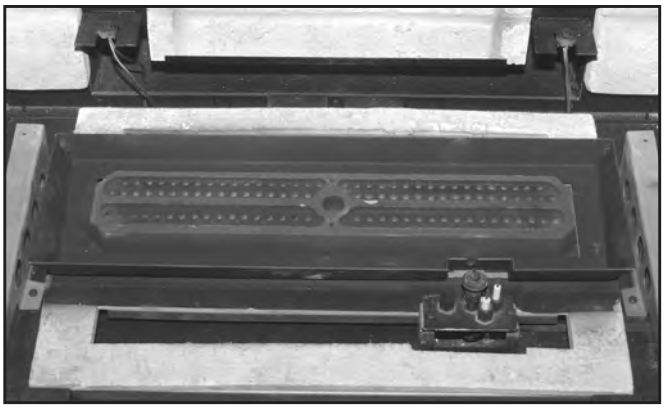

Figure 36: Glass Tray over Burner.
3. Place the glass tray over top of the burner top as shown in Figure 36. It simply rests over the top section of the burner.